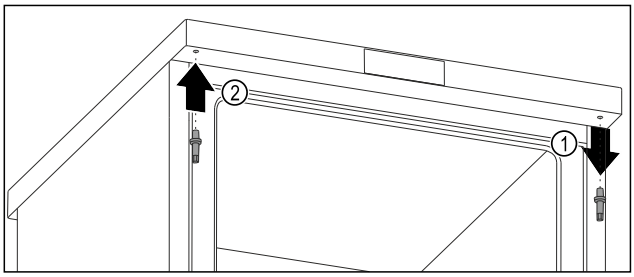

Fig. 12
▶ Kierrä ylemmät pultit ulos ulkokuusioavaimella. *Fig. 12 (1)*
▶ Kierrä pultit ulkokuusioavaimella kiinni vastapäiselle puolelle. *Fig. 12 (2)*